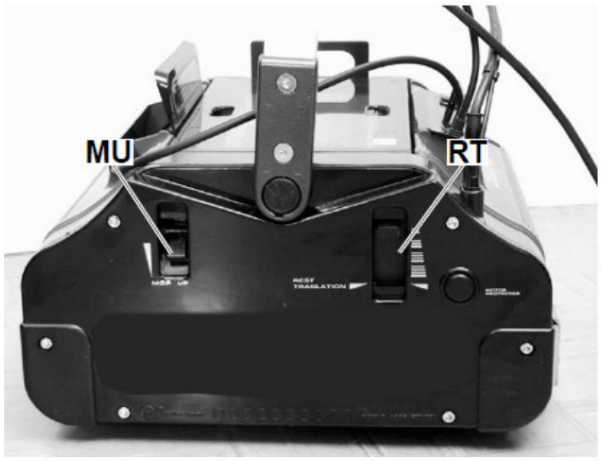

Fig. 3: Bastidor adicional para el transporte
Paso 2: Coloque el control (Fig. 3) en la posición RT (TRASLACIÓN DE DESCANSO).